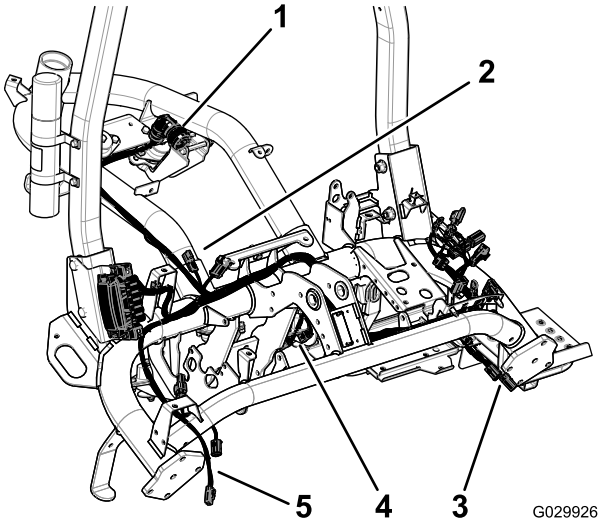

Figure 8
10. Connect the appropriate terminals to the reel motors (Figure 8).